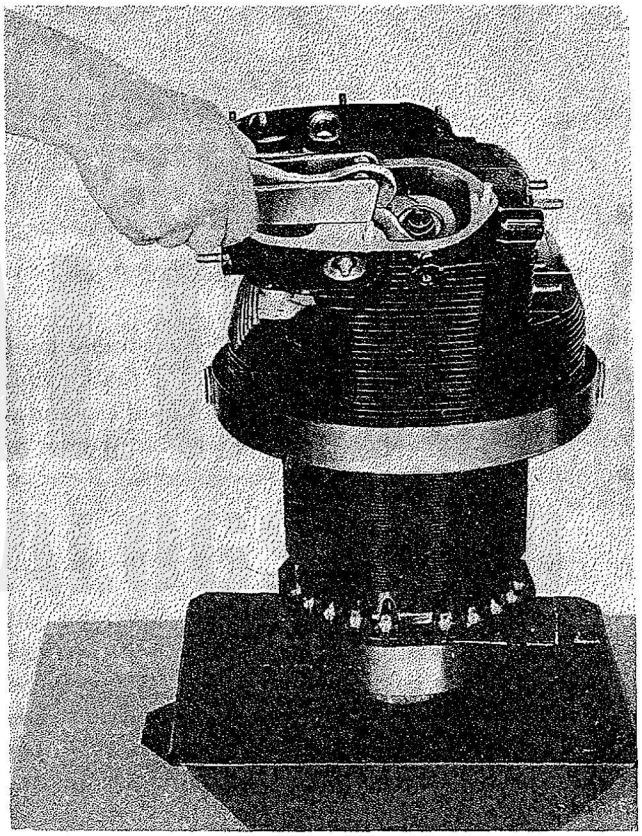

Figure 80—Removing Split Valve Locks Using Valve Spring Compressor
b. Install the valve spring compressor (Tool No. 81409) in place, and insert the rod attached to the tool through the rocker arm hub bolt hole in the rocker box. Compress the springs and remove the split locks. Refer to Figure 80. Remove the compressor and lift